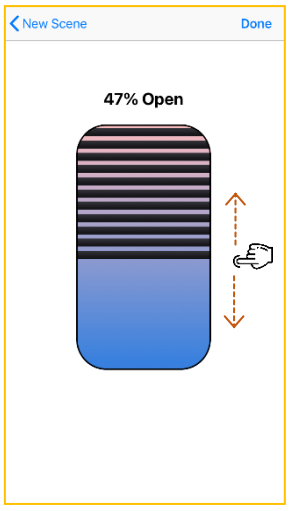

Figure 28
- **Roll Out** – roll the BLINDS up/down to desired height in the “virtual window”, where 100% is fully open and 0% is fully closed position (available only if **MAX. Efficiency** is disabled) *(Fig. 28)*.